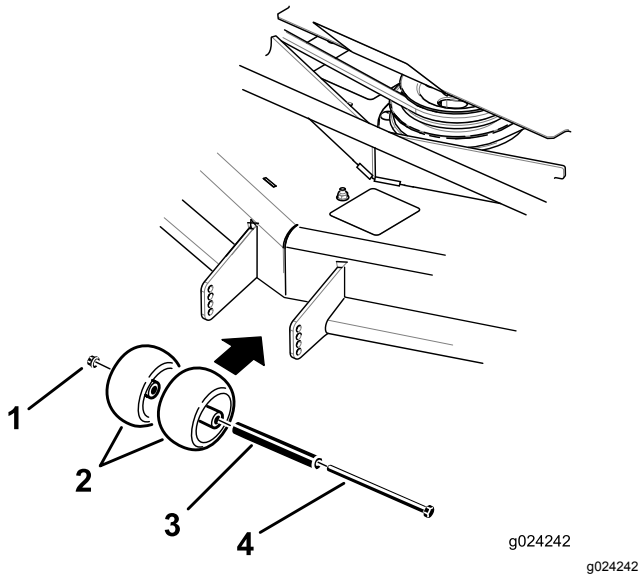
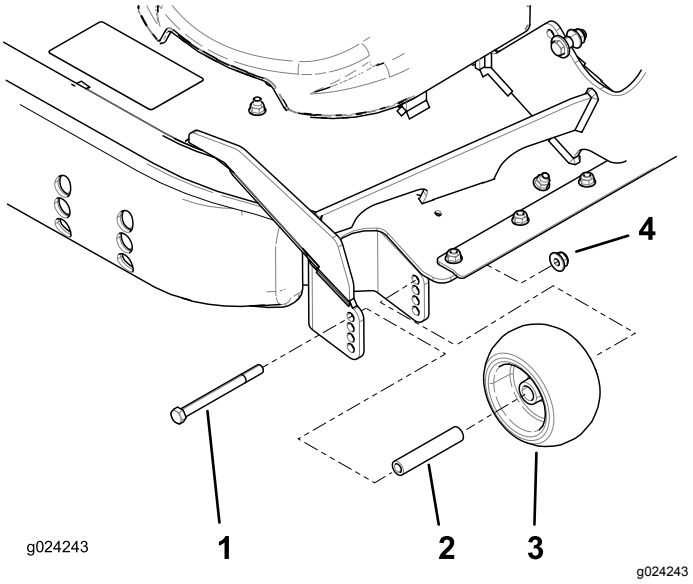

Figur 34
Figur 35
3. Juster antiskalperingsvalsene som vist i Figur 34, og Figur 35.